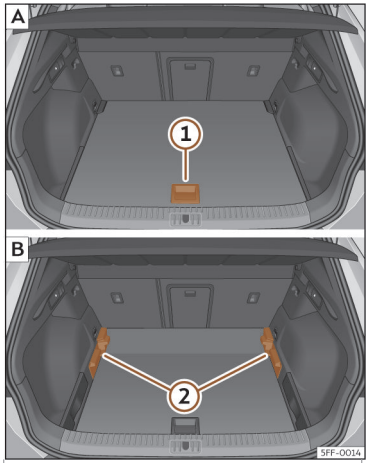

Abb. 115 Variabler Gepäckraumboden: A Hochstellung; B Tiefstellung. »
- Um von der niedrigen in die hohe Position überzugehen, heben Sie den Boden am Haltegriff ››› **Abb. 115** ① an und ziehen Sie ihn nach hinten, bis der vordere Teil des Bodens vollständig über den Halterungen ››› **Abb. 115** ② liegt.
- Den Gepäckraumboden nun bis zum Anschlag an den Rücksitzlehnen nach vorne schieben und mit Hilfe des Haltegriffs ① absenken.
- Um von der hohen in die niedrige Position überzugehen, heben Sie den Boden am Haltegriff ››› **Abb. 115** ① an und ziehen Sie ihn nach hinten, bis der vordere Teil des Bodens vollständig über den Halterungen ››› **Abb. 115** ② liegt.
- Den vorderen Teil auf den Boden absenken und diesen bis zum Anschlag an den Rücksitzlehnen nach vorn verschieben und dabei den Boden gleichzeitig mit Hilfe des Haltegriffs ① absenken.
- Bei einem variablen Boden in hoher Position diesen am Haltegriff anheben ››› **Abb. 115** ①, daran ziehen und in Richtung der Rücksitzlehne bewegen bis der Boden an der Scharnierlinie eingeklappt wird und sich der bewegliche Teil des Bodens auf diesem befindet.